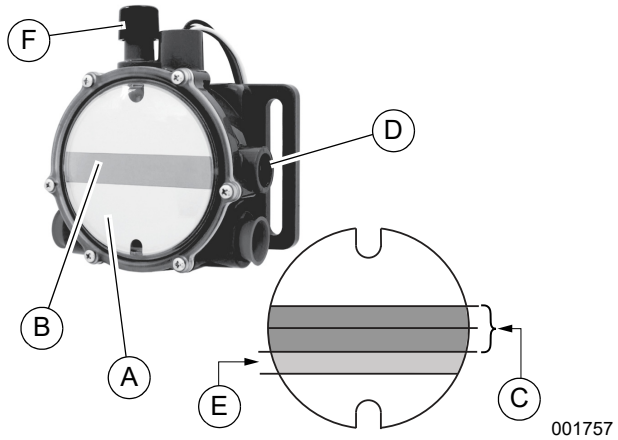

Figure 8-1. Lube Oil Maintainer Regulator
See ***Figure 8-1***. The green bar (B) observed through the viewing lens (A) shows normal oil level operating range (C) of lube oil maintainer regulator during engine running operation. When oil level is within green bar, the internal float holds the inlet valve closed to keep crankcase oil at current level.
See ***Figure 8-1***. Momentarily press test button (F) to verify float is operating correctly.